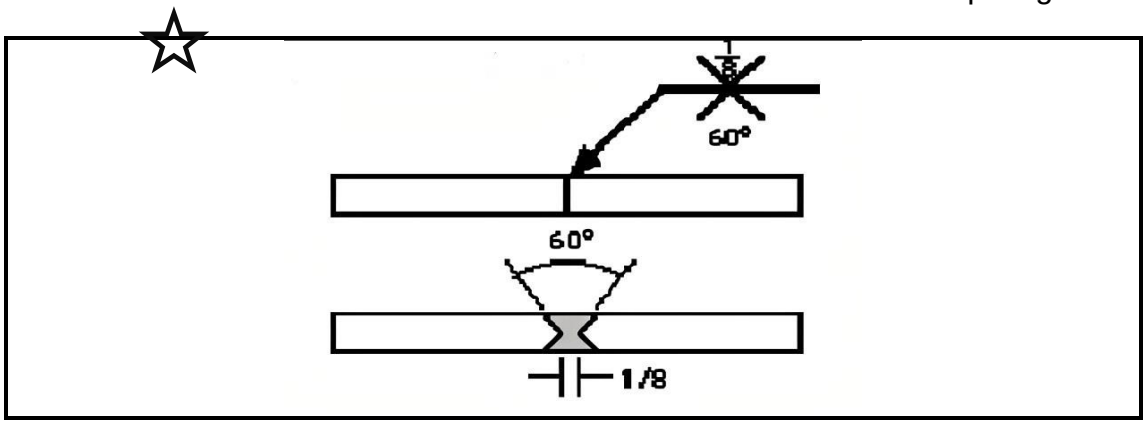

FIGUUR 1
2.1 Bestudeer FIGUUR 1 hier onder en beantwoord die vrae wat daarop volg.
2.1.1 Noem die soort sweislas wat in FIGUUR 1 getoon word. (1)